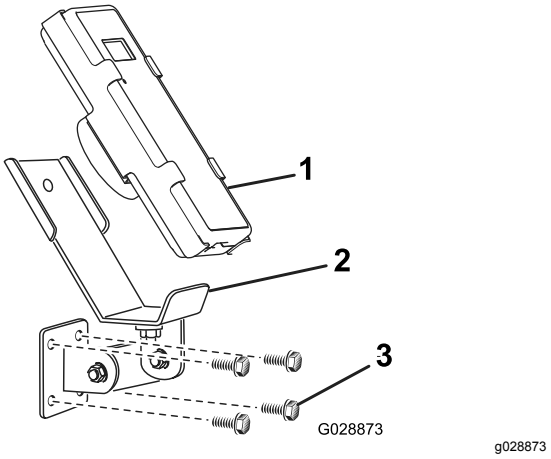
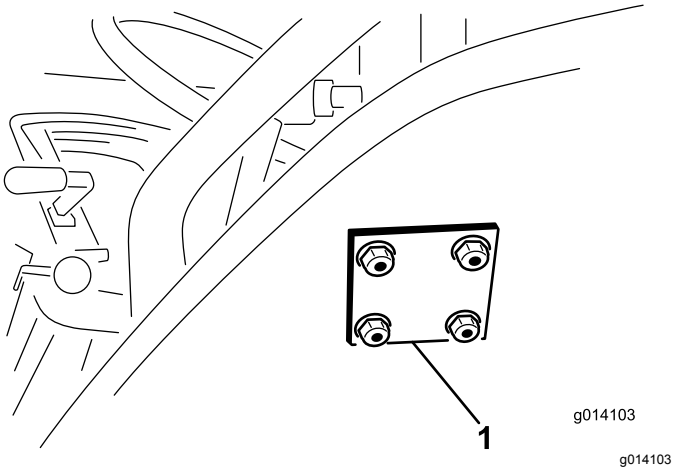

Figur 14
Figur 15
3. Fest monteringsbraketten og bakplaten med fire flenshodeskruer (5/16 x 1½ tommer) og flenslåsemutre (Figur 14 og Figur 15).